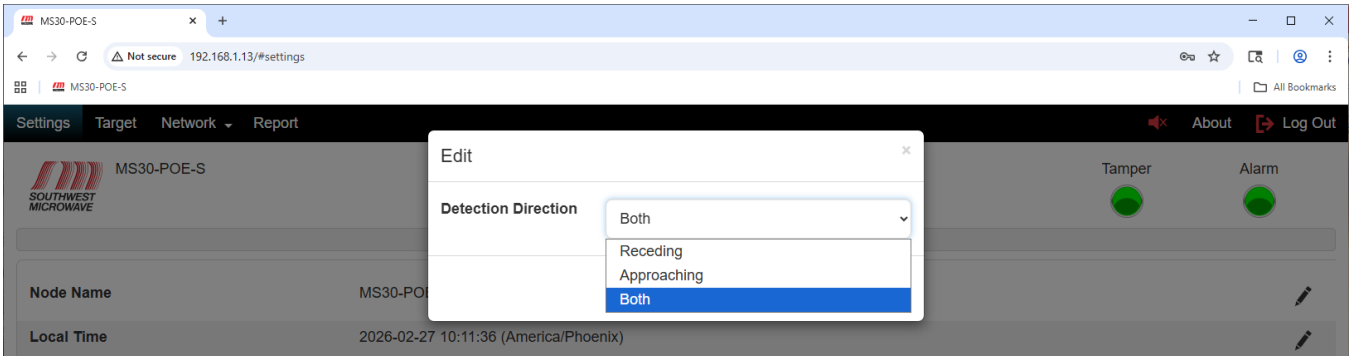

*Figure 9.6 – Detection Direction*
To edit the "Detection Direction" select the pencil icon at the end of the Detection Direction field (far right on screen) to open the "Detection Direction Edit" dialog box. Select the pull-down menu to display the three (3) settings as shown in Figure 9.6. The selections are Receding, Approaching, and Both. Receding will only detect targets moving away from the sensor, approaching will only detect targets moving towards the sensor, and both will detect targets moving in both directions.